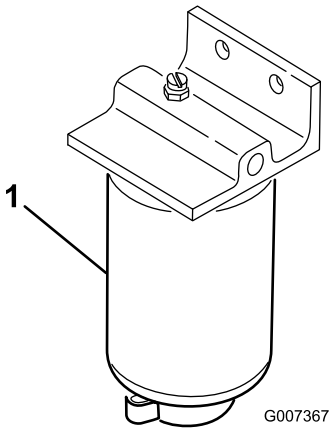

Figuur 46
1. Plaats een schone opvangbak onder het brandstoffilter (Figuur 46).
2. Reinig de omgeving van de plaats waar de filterbus wordt gemonteerd (Figuur 46).